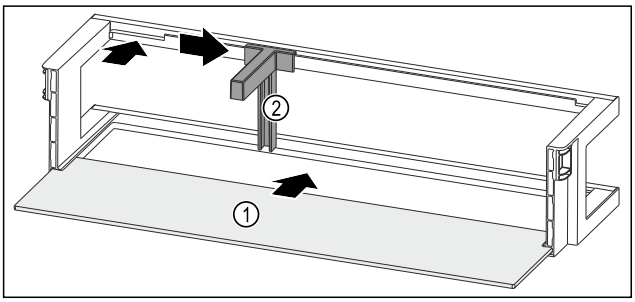

*Fig. 232 Raft montat pe ușă cu raft*
- ▶ Împingeți în interior raftul *Fig. 232 (1)* în degajările laterale.
- ▶ Introduceți suportul pentru sticle *Fig. 232 (2)* în degajare.
- ▶ Împingeți în lateral suportul pentru sticle *Fig. 232 (2)* în poziția dorită.